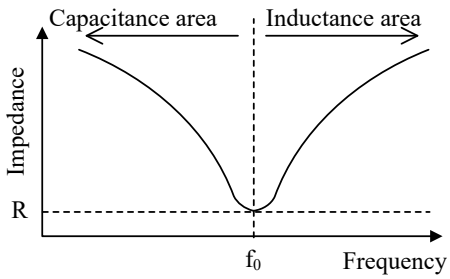

Figure 8-2. Impedance of Resonant Circuit
When the frequency, f, changes, the impedance of resonant circuit will change as shown in Figure 8-2.
When 2πfL = 1/2πfC, $\dot{Z}$ of Equation (2) becomes the minimum value, R (see Figure 8-2). In the case, ω is calculated by Equation (3).